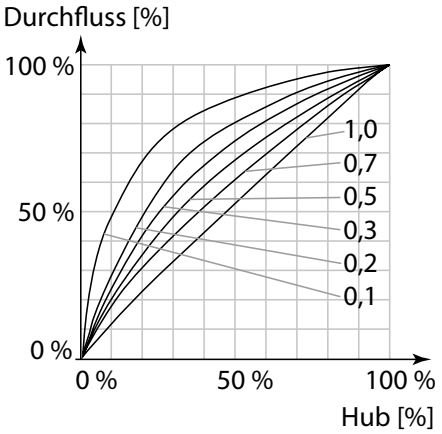

Abb. 3
2. Lineare Regelventilkennlinie (Abb. 3)